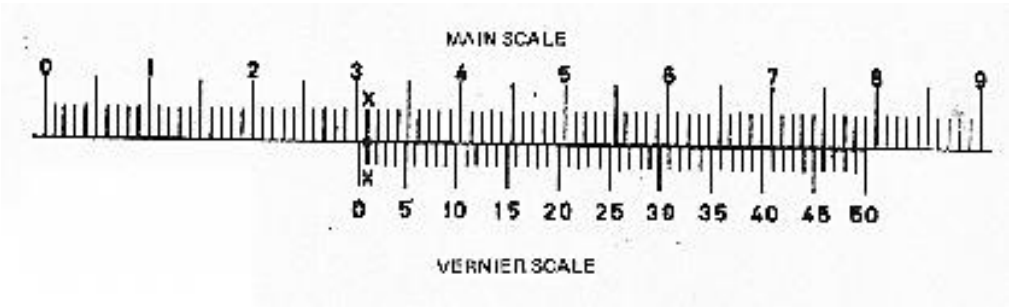

FIGURE 1 (3)
5.3 FIGURE 1 below shows a vernier scale reading.